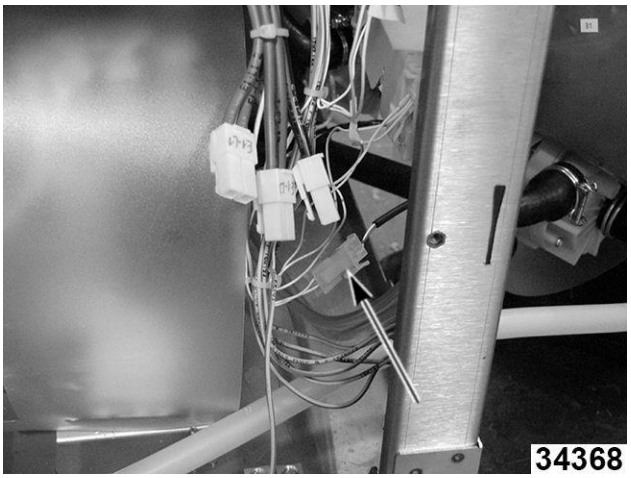

Fig. 90
7. Localice y desconecte la conexión del termistor. Fig. 90